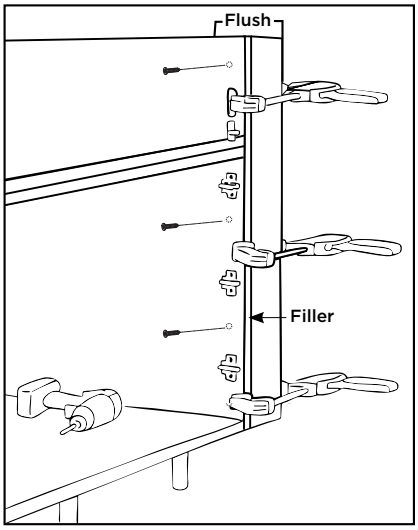

Figure 12
4. Attach the Filler to the cabinet by pre-drilling pilot holes through the cabinet box into the Filler secure with #8 x 1 1/4" stainless pan-head screws from inside the cabinet into the Filler (Figure 12).